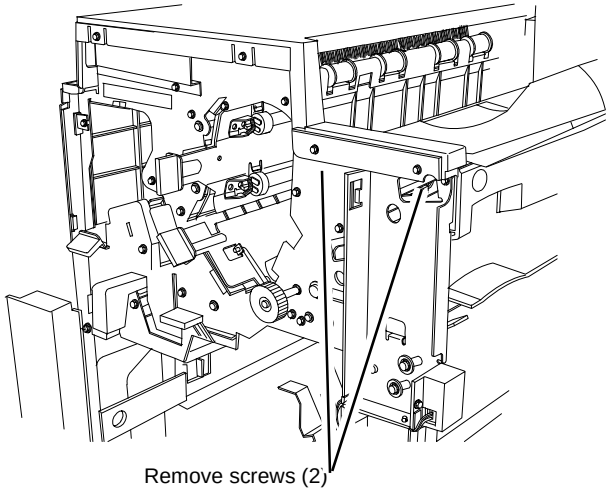

Figure 1 Removing the Front Top Cover
5. Remove Front Top Cover (Figure 1).